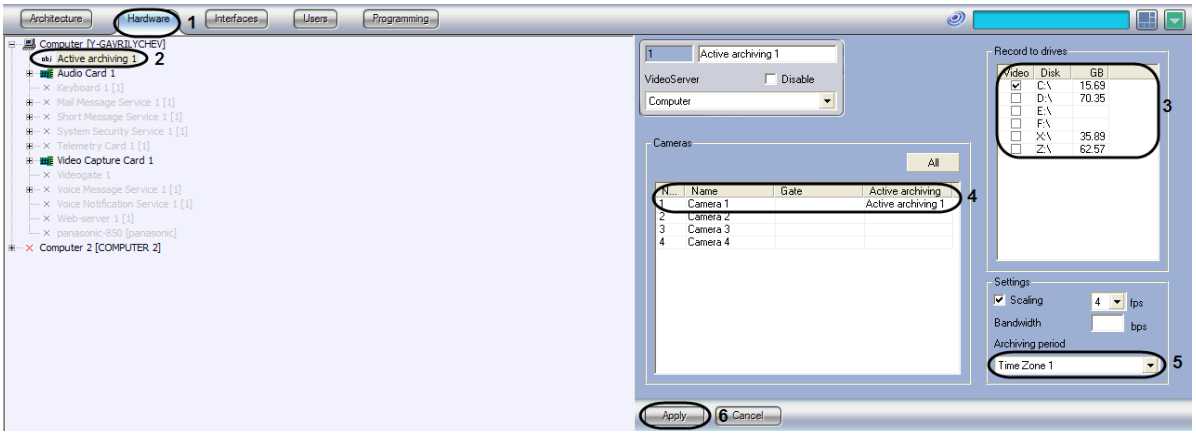

Figure 8.24-9 Example of the “Active archiving” object with a time zone
1. Open the “Hardware” tab (Figure 8.24-9, 1).
2. Select the “Active archiving” object (Figure 8.24-9, 2).
3. Select the disk to record the video to (Figure 8.24-9, 3).
4. Specify the camera to record from (Figure 8.24-9, 4).
5. Select the “Time Zone 1” value in the “Archiving period” list (Figure 8.24-9, 5).
6. Click the “Apply” button (Figure 8.24-9, 6).